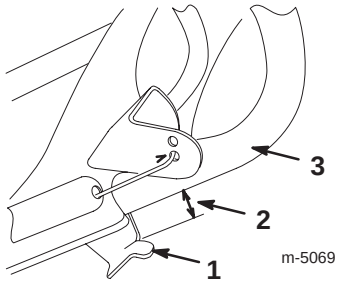

Figur 9
3. Kontroller at det er en liten åpning på 3 til 6 mm mellom styrestangbraketten og håndtaket som vist i figur 9.